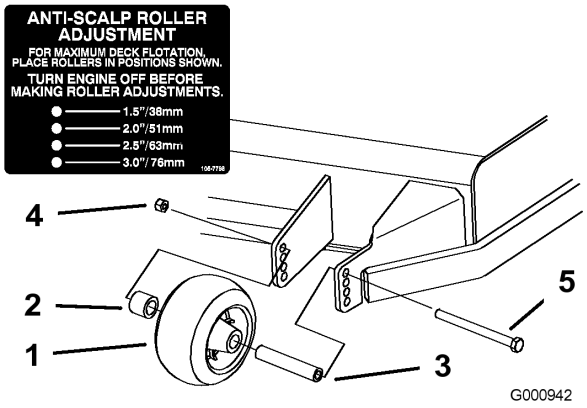
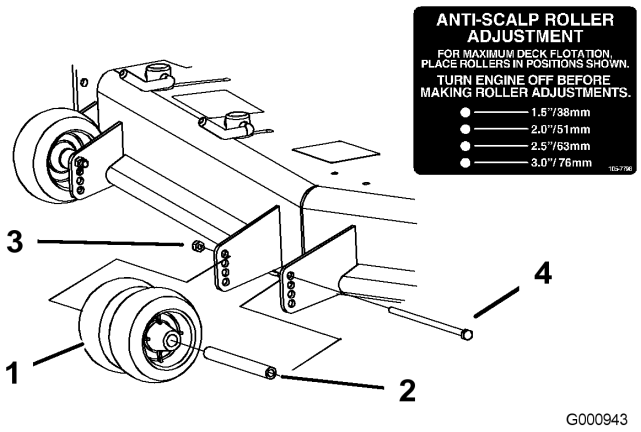
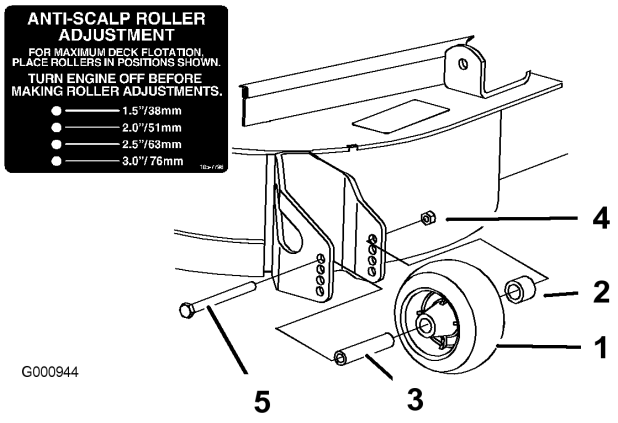

Figure 17
Figure 18
Figure 19
3. Après avoir réglé la hauteur de coupe, réglez les galets en retirant l'écrou à collerette, la bague, l'entretoise et le boulon (Figure 17, Figure 18 et Figure 19).
Remarque: Les deux galets centraux ne sont pas munis d'entretoise (Figure 18).
5. Posez l'écrou à collerette, la bague, l'entretoise et le boulon. Serrez à 54-61 Nm (40-45 pieds-livre) (Figure 17, Figure 18 et Figure 19).